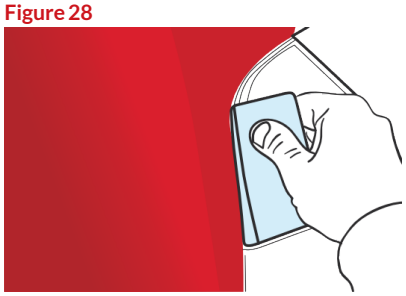

Figure 29
- Finir le travail en passant la raclette sur la découpe. (FIG. 29)